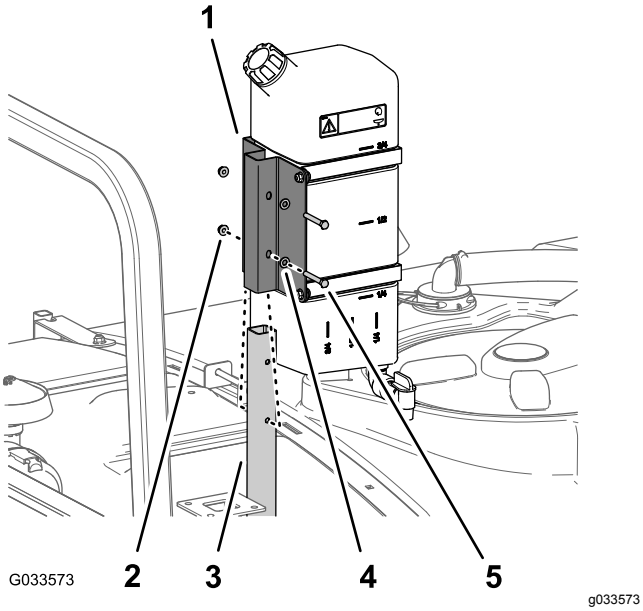

Figur 47
1. Monter ferskvandstanken og beslaget på støtterøret med de 2 bolte (5/16" x 2¼") og 2 flangelåsemøtrikker (5/16") som vist i Figur 47.